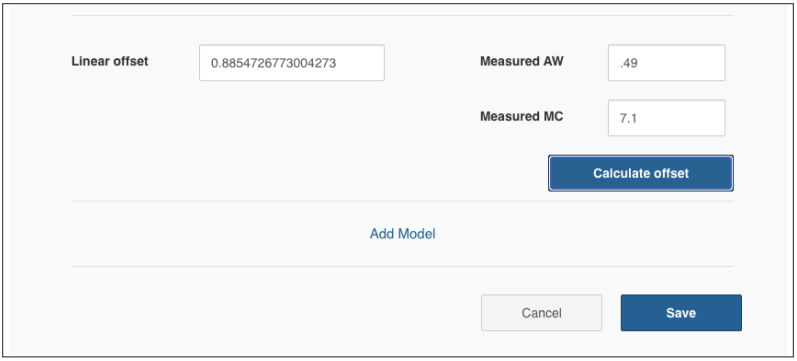

Figure 21 Linear offset section
12. In the Moisture Content Model portion of the Edit Product screen, scroll down to the Linear offset section (Figure 21).